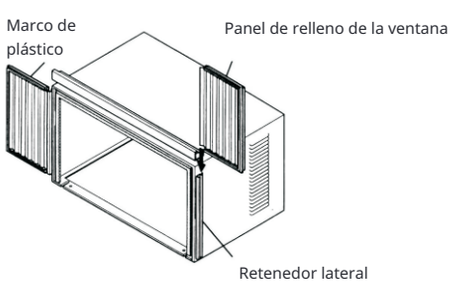
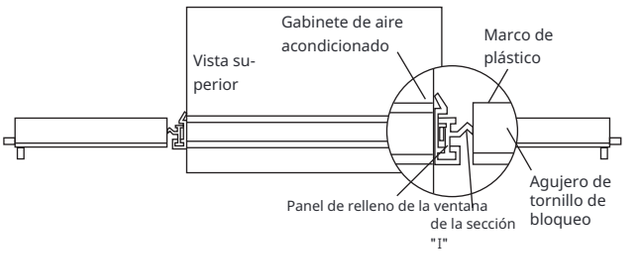

Fig.9
Fig.10
2. Deslice la sección "I" del panel de relleno de la ventana en el retenedor lateral en el lado del mueble (ver Fig. 9 y Fig. 10). Haga ambos lados.